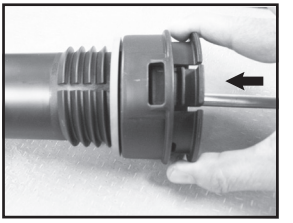

Figura 5
5. Introduzca la manija de la bomba en el cilindro. Alinee las lengüetas de la tapa de la bomba con los cortes rectangulares del cilindro. Presione la tapa hasta que encaje a presión en su posición **(Vea la figura 5)**.